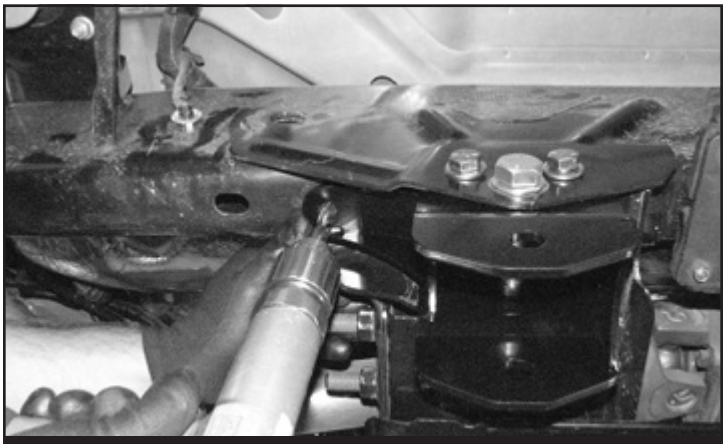

FIGURE 39 - STEP 42
42. Using the Fabtech the radius arm drop bracket as a drill guide, drill a ½ hole through the bottom of the frame. **SEE FIGURE 39**